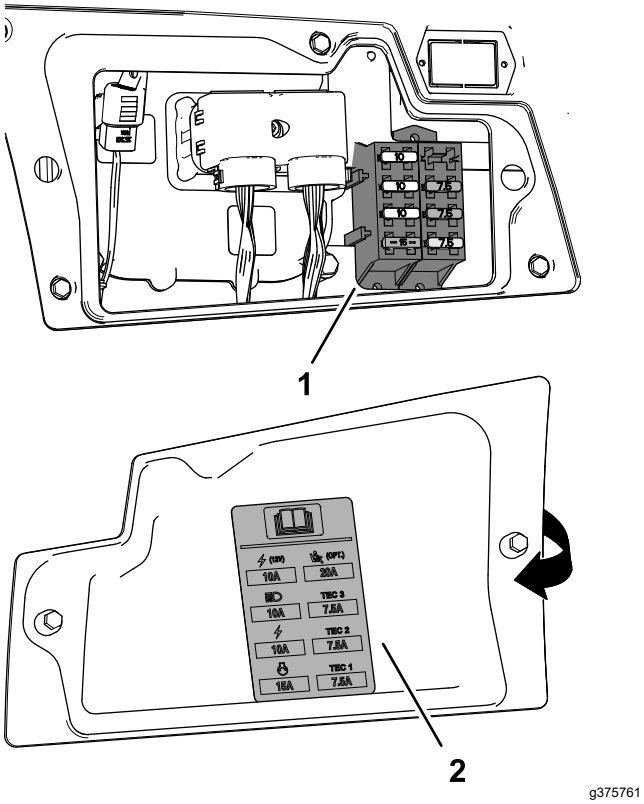

Figuur 130
3. Vervang de gesprongen zekering (Figuur 130) door een zekering van dezelfde soort en met dezelfde stroomsterkte.